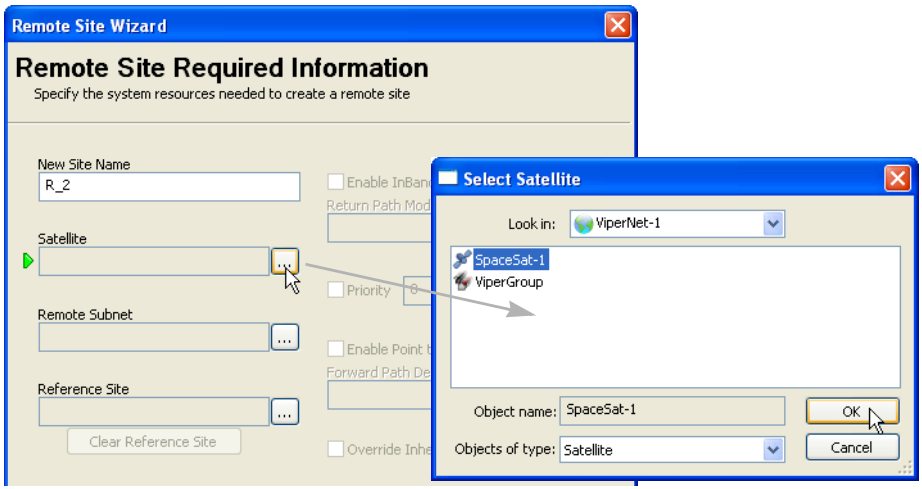

Figure 3-100 Select Satellite, Remote Site
3. Select the **Satellite** to be used by this site (figure 3-100).